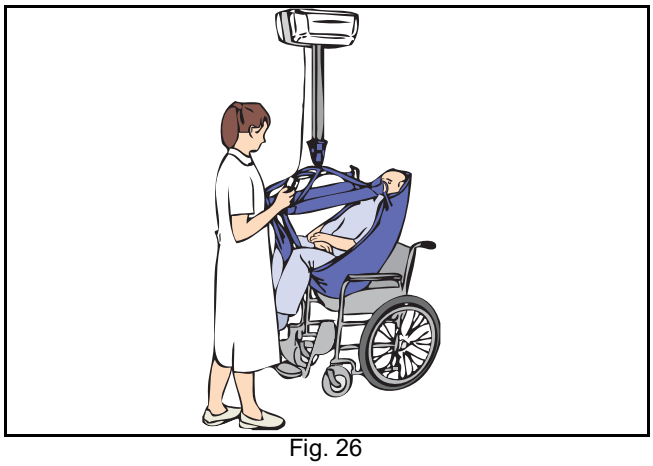

Fig. 26
2) Sørg for, at alle fire stropper sidder sikkert fast, løft derpå plejemodtageren med håndbetjeningen. Området på sejlet til hovedet skulle nu være til nytte. Dette er den mest bekvemme stilling, når plejemodtageren skal forflyttes eller transporteres, fordi det begrænser trykket på plejemodtagerens lår. Hældningsvinklen kan øges af hensyn til mere urolige plejemodtagere, når man sænker plejemodtageren ned i en stol eller forflytter ham/hende til en stol fra sengen (se Fig. 26).